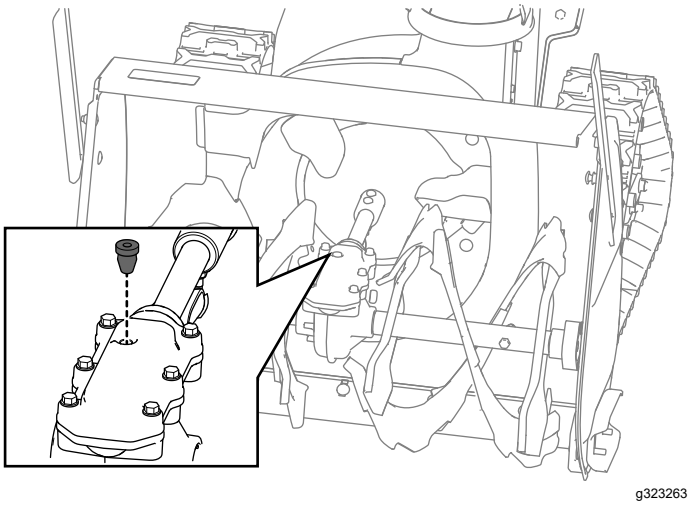

**Figure 33**
2. Nettoyez la surface autour du bouchon du tuyau et retirez le bouchon du boîtier d'engrenages (Figure 33).